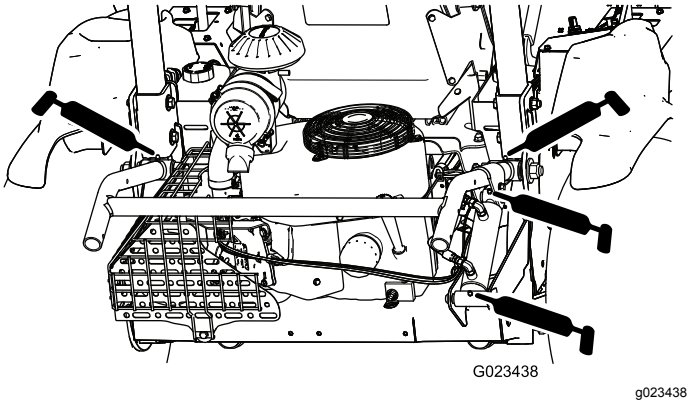

Figuur 36
- Liftsysteem van werktuig (4) – Figuur 36